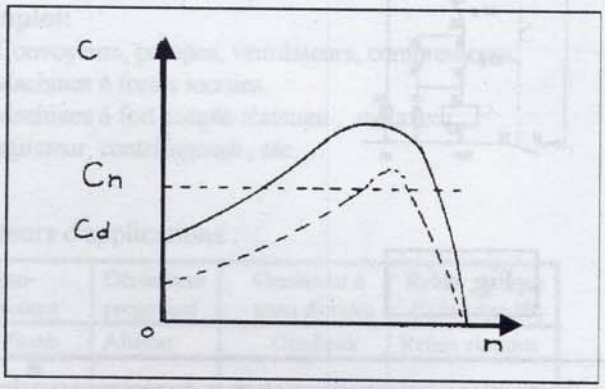

Fig. 2
- Ces moteurs conviennent pour les démarrages en charge, parcequ'ils développent un couple de démarrage plus élevé que les moteurs à simple cage. voir Fig. 2